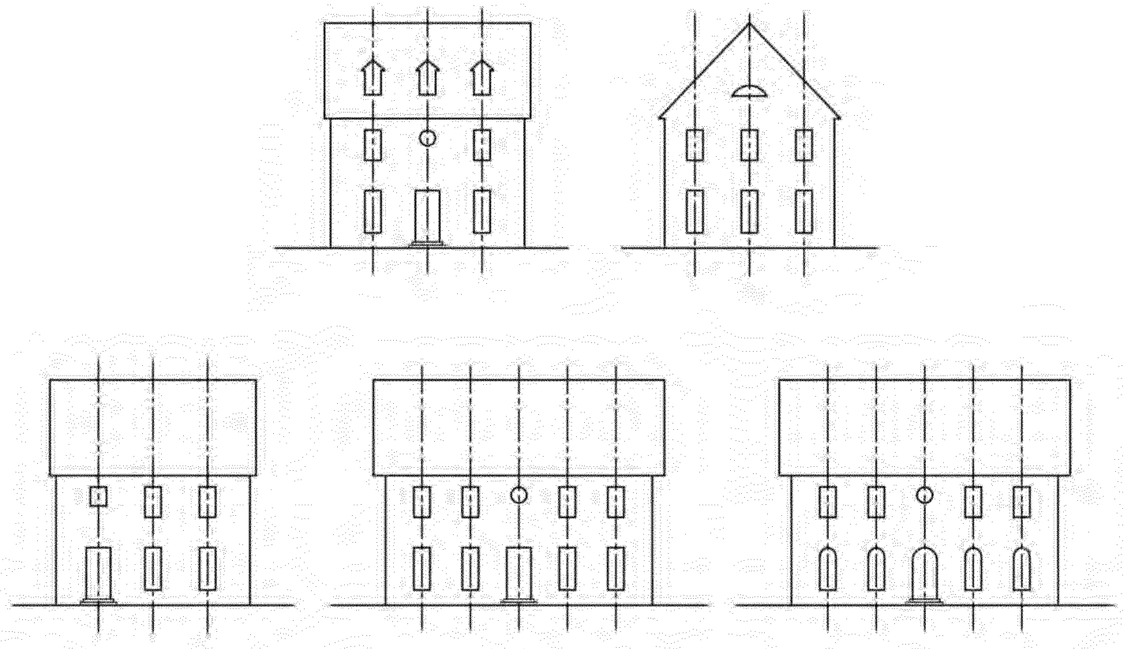

*Figure 20*
- Windows shall align vertically within any given façade, unless approved otherwise on non-frontage side and rear elevations by the Village. See Figure 20.
- One window on each frontage elevation may be circular, semi-circular, hexagonal, or octagonal in shape. Windows may be quarter-circular in shape when paired in a gable end. See Figure 20.